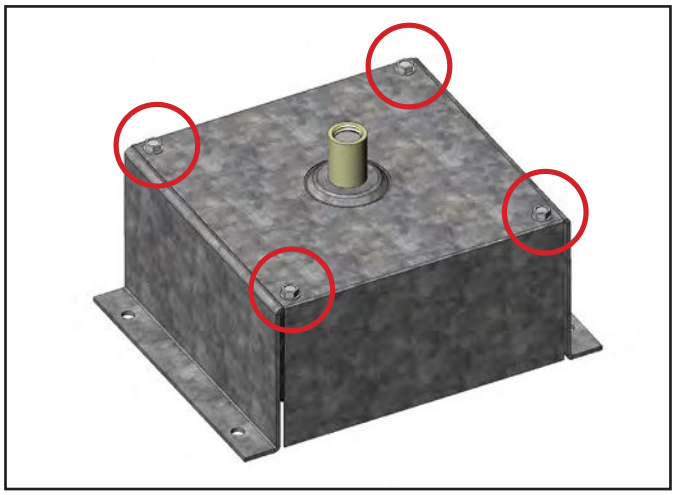

***Fig. 10.*** One castor box on each cabinet is fully enclosed.
**NOTE:** Each unit has one castor box that completely encloses the castor. With a 1/4" hex-head driver, disassemble the castor box. See fig. 10.